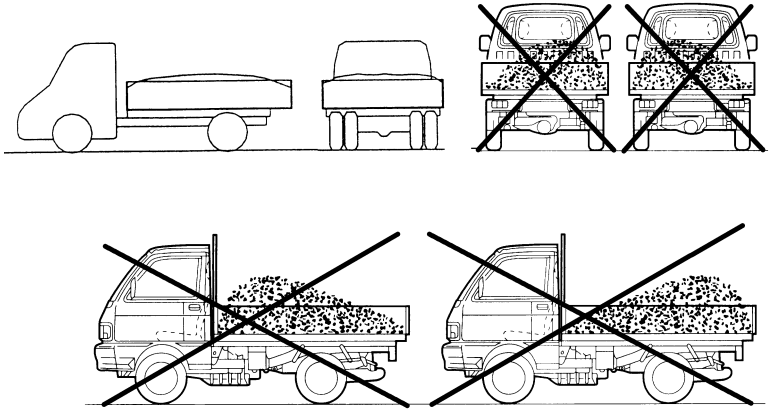

Fig.20
- Distribute the load evenly on the body (fig. 20), if necessary, accumulate the load in the central part only. Uneven load distribution can cause: